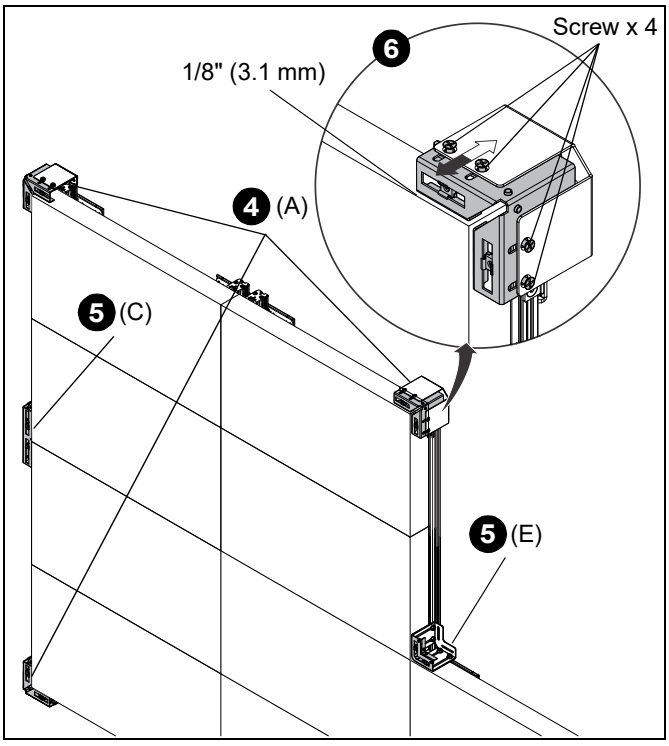

**Figure 4**
4. Slide the inside of the outside (A) and inside (E) corner assemblies in or out until they are positioned 1/8" (3.1 mm) from the face of the displays. (See Figure 4)
5. Slide the inside of each seam assembly (C) until they are positioned 1/8" (3.1 mm) from the face of the displays. (See Figure 4)
6. Tighten the screws in each assembly to set the position. (See Figure 4)